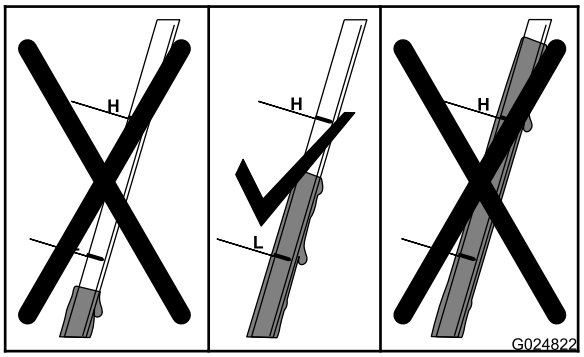

Bild 25
6. Lesen Sie den Ölstand am Peilstab ab (Bild 25).